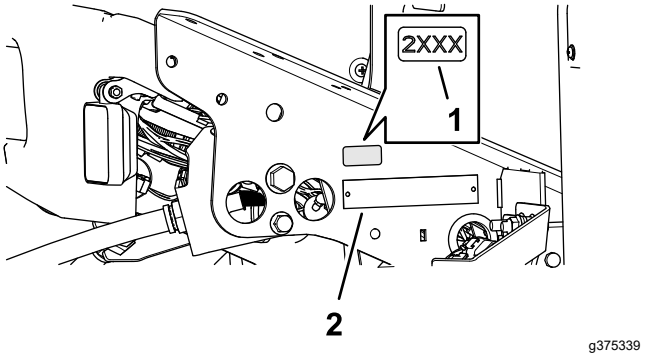

Figuur 35
1. Maak de vloerbeugel schoon rondom het plaatje met serienummer, en laat de beugel drogen. Gebruik hierbij schoonmaakalcohol en een schone doek (Figuur 35).